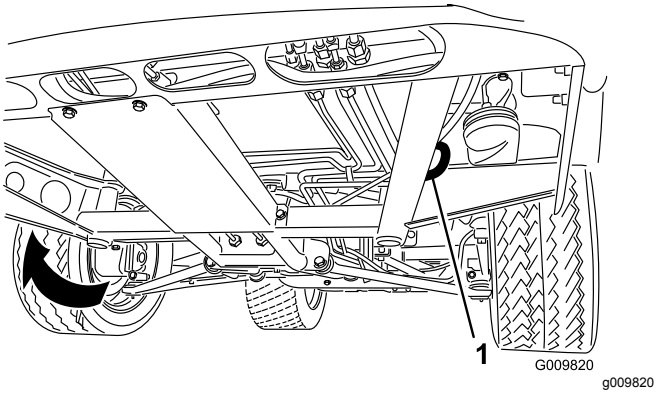
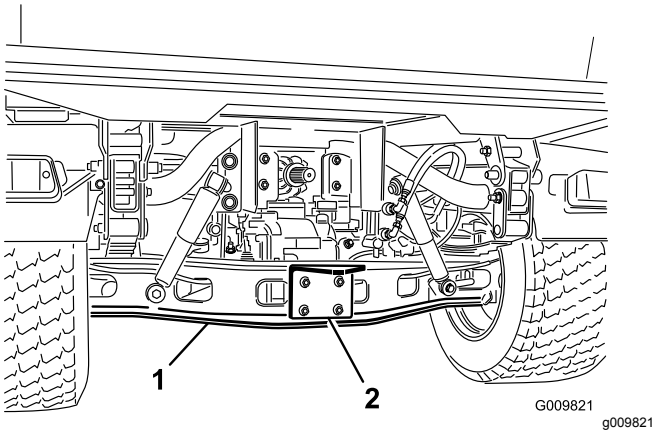

图19
图20
请参阅图19 和图20查看机器栓系点的位置。
1. 将拖绳系在机器机架前面的牵引杆上图19。